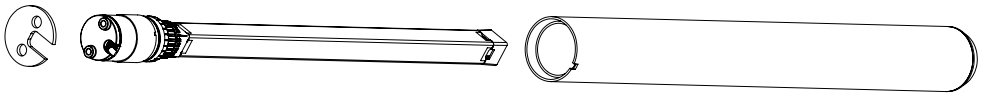

Fig. 5: Example of actuator installation in a cylindrical height-adjustable column
2. Mount the drive in the preassembled height-adjustable column (see Fig. 5: Example of actuator installation in a cylindrical height-adjustable column).